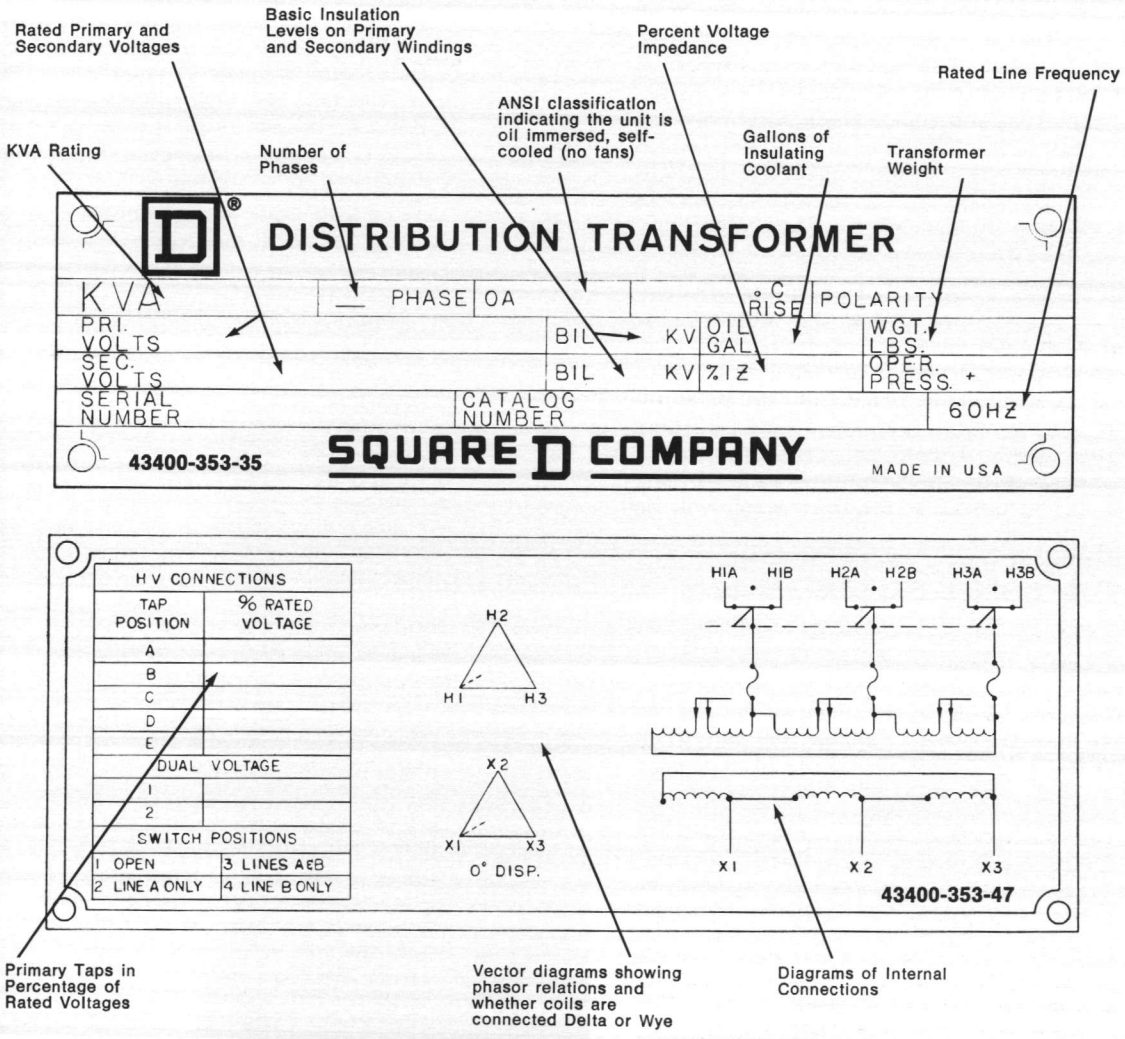

FIGURE 3 - NAMEPLATE DRAWING (TYPICAL)
c. Check the nameplate for design compliance. Figure 3 shows a typical nameplate indicating items which should be verified. Voltages, KVA ratings, percent voltage impedance (IZ), and other design features must comply with the job specification and outline drawing.
The transformer diagramatic nameplate (see Figure 3) illustrates the internal wiring and external marking of each bushing. Refer to this nameplate for clarity on where to contact each incoming cable.